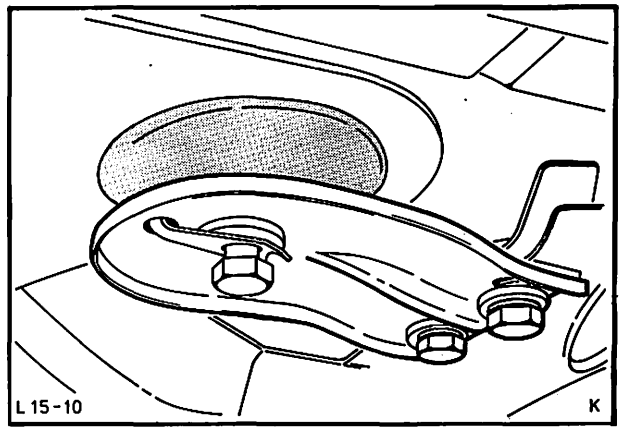

Abb. 116 Querträger an Bodengruppe montieren
18. Querträger anheben und zu den Aufnahmebohrungen in der Bodengruppe ausrichten (auf korrekte Verlegung der Handbremsseile achten). Anschließend Querträger mit Führungsplatten montieren. Bolzen Querträger–Gummilager mit vorgeschriebenem Drehmoment festziehen und sichern. Schrauben – Führungsplatten festdrehen, Abb. 116.